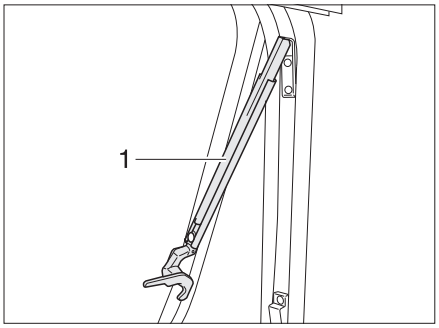

Fig. 37 Hinged window with automatic hinges, open
- Open the hinged window to the desired latched position. The automatic hinge (Fig. 37,1) locks in place automatically.